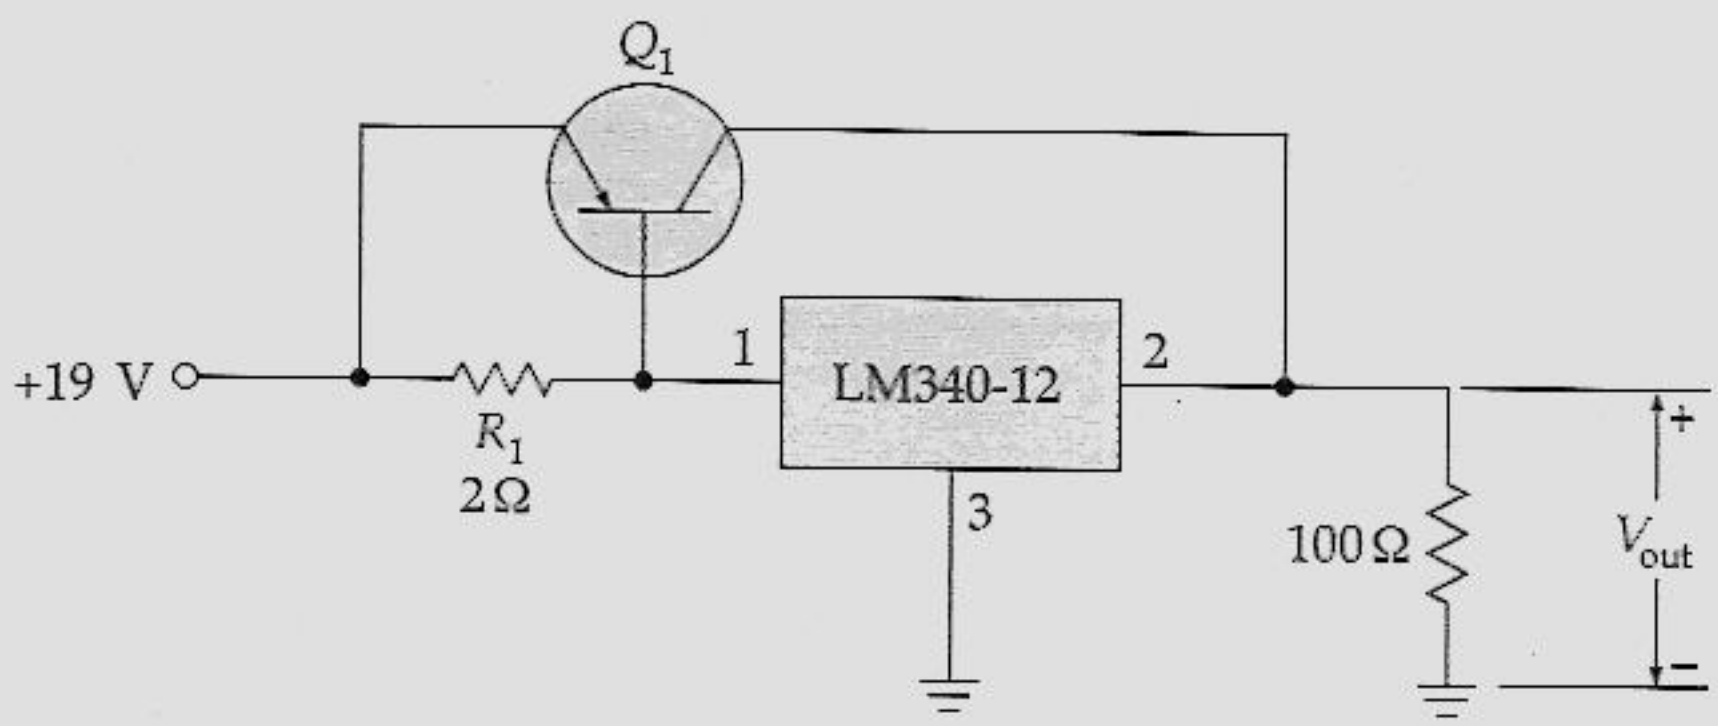

Figura 23.33
23.15 Qual a dissipação de potência do LM340-12 no circuito da Figura 23.33?
23.16 Se a tensão de entrada do circuito da Figura 23.33 possuir uma tolerância de ± 10%, qual será a dissipação de potência, na pior situação, para o LM340-12?